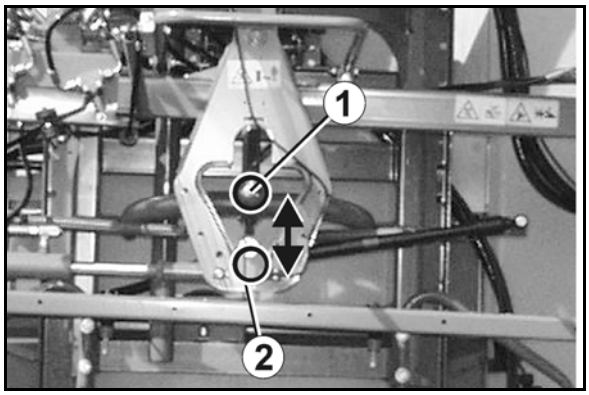

Rys. 83
- Kompensacja wahań jest zablokowana (Rys. 83/2), jeśli na wyświetlaczu widoczny jest zamknięty symbol kłódki.